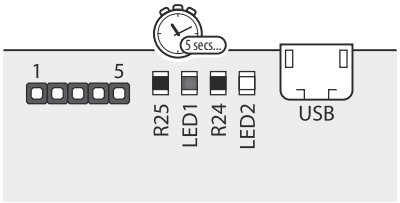

Fig. 33
2. The red LED (LED1) will switch **ON** for approximately 5 seconds, as shown in **Fig.33**.